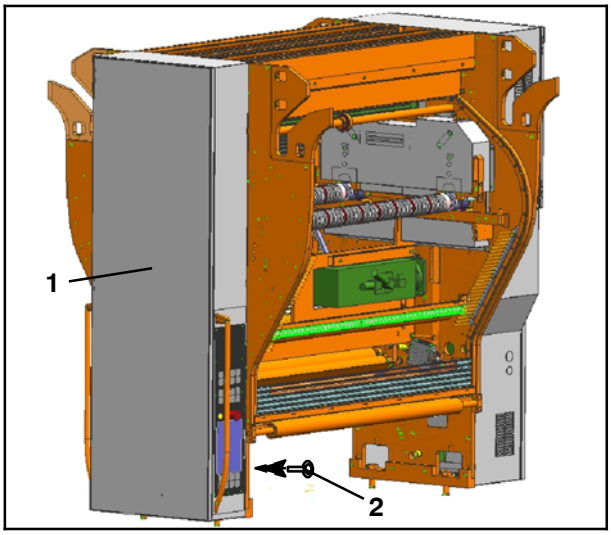

Fig. 6 Vue du côté service
- Dispositif de protection vissé (Fig. 6/1) avec porte.
La porte ne peut être ouverte qu'au moyen d'une clé spéciale (Fig. 6/2) à partir de la paroi intérieure du bâti.